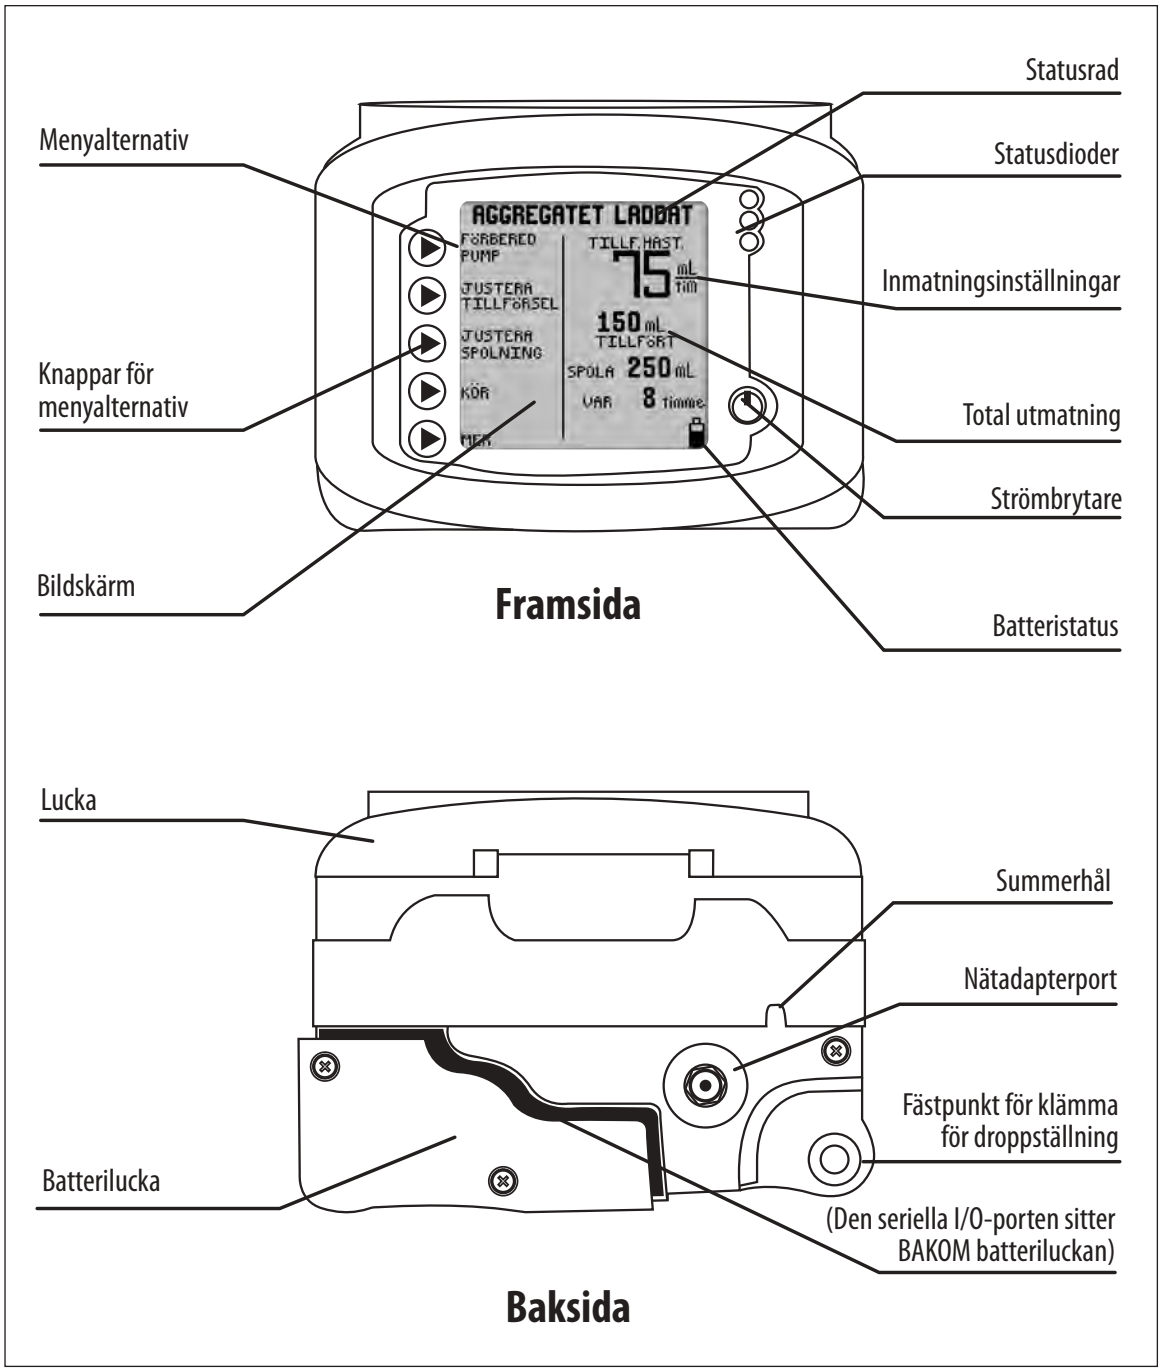

Figur 1A. Funktioner på Kangaroo™ Joey-pumpen för enteral matning, sedd framifrån och bakifrån.
13. **Varning:** Den seriella I/O-porten (se figur 1A) är endast avsedd att användas av tillverkaren eller en utbildad servicetekniker.
Anslut nätadaptern (artikelnummer 383491) till nätadapterporten på pumpens baksida. Se figur 1A för att hitta porten på pumpen.